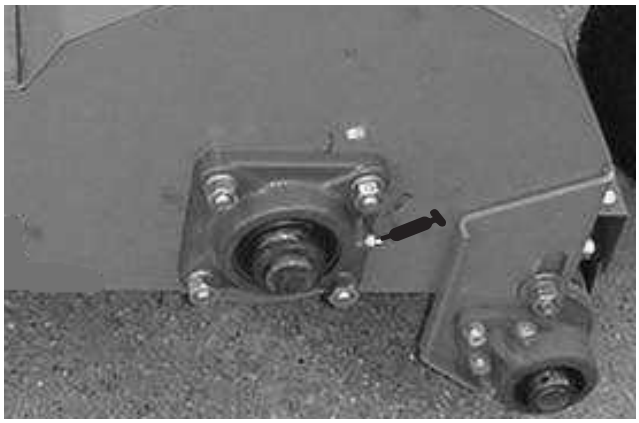

Bild 7
- Fingerrotorlager (2) (Bild 7)